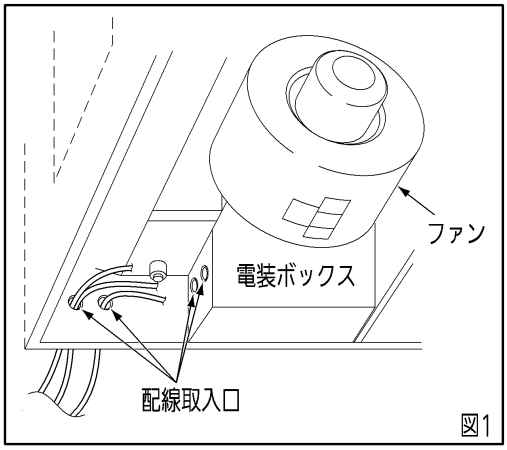

図1
① 室内ユニットを下から（天井パネルがある場合、点検扉内部）のぞき、各配線（電源配線・室内外操作線・リモコン配線）を室内ユニット側面の配線取入口から室内ユニット内部に引き込んでください。（図1）